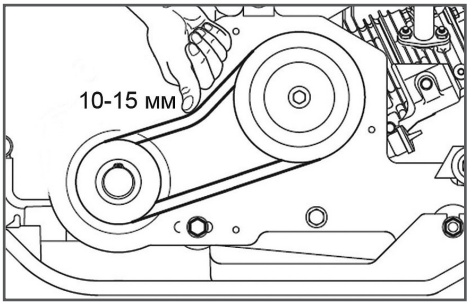

Рис. 29 Проверка натяжения ремней
3. Проверьте натяжение ремней. Правильно натянутый ремень при сильном нажатии пальцем должен прогибаться примерно на 10-15 мм (Рис. 29).